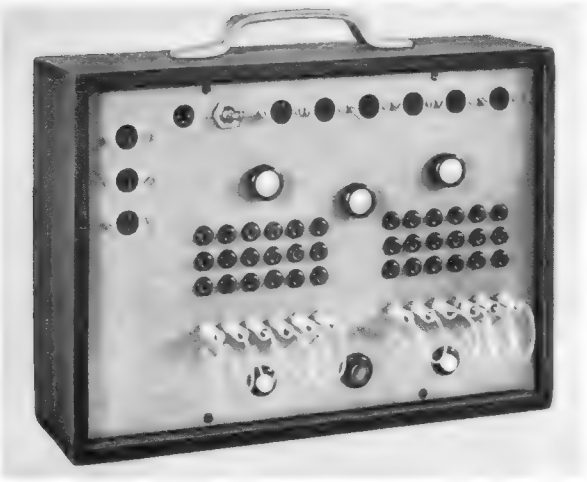
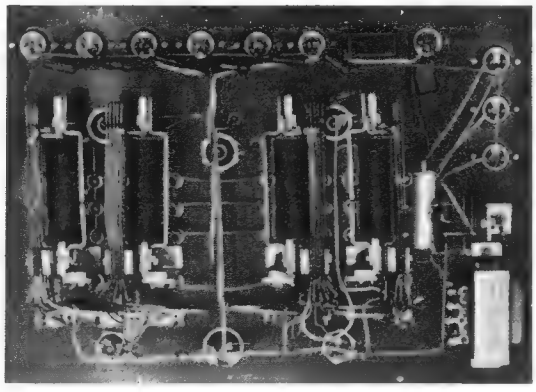

Bild 6. Die Frontseite des Kreuzschaltfeldes
Bild 7. Der Innenaufbau
Zum Herstellen der Kreuzverbindungen werden nach *Bild 6* kurze Leitungen mit Bananensteckern sowie Telefonbuchsen benutzt und zum automatischen Umschalten Postflachrelais, wie in *Bild 7* zu sehen. Insgesamt befinden sich wegen der erforderlichen Kontaktzahl für jedes Kreuzschaltfeld vier Relais im Gerät. Je Feld sind sieben Umschaltkontakte und ein Schließkontakt erforderlich, dabei werden die Relais gleichzeitig für die Steuer- und Tonschaltung benutzt. Bei einer Relaisspannung von 6 V und Erdung der Relaiskörper treten keine Knackstörungen auf. Die Relais wurden für 6 V Betriebsspannung umgewickelt. Als Transformator dient ein Heiztransformator für 6,3 V mit EI-42-Kern, als Gleichrichter empfiehlt sich ein Graetzgleichrichter für 500 mA, damit die Gleichspannung bei Belastung nicht zu sehr abfällt.
Relais, Transformator, Gleichrichter und die Telefonbuchsen sind nach Bild 7 auf einer 4 mm starken Trolitulplatte montiert. Davor ist eine Aluminiumplatte angeordnet (Bild 6). Alle anderen Teile, wie Lampen, Druckknöpfe, Erdbuchsen, der Netzschalter und alle Diodenbuchsen sind auf der Aluminiumplatte und der Trolitulplatte gemeinsam befestigt und halten so beide zusammen. Für die Kunststoffköpfe der unisolierten Telefonbuchsen sind in der Aluminiumplatte entsprechend größere Löcher ausgespart.
1. *Bandtransport bei Spur I.* Das Tonband läuft nach *Bild 6* von der linken Abwickelspule des Gerätes, die nur durch die Reibung der Bandtellerachse im Achslager gebremst wird, über den linken Umlenkdorn am Löschkopf und Andruckbügel vorbei und gelangt zwischen Andruckfilz und Aufnahme-Wiedergabe-Kopf zur gummibelegten Tonrolle. Um das Rutschen des Bandes auf der Tonrolle wegen des durch den schwachen Motor bedingten geringen Bandzugs der Aufwickelspule zu vermeiden, wird das Band durch eine Gummiandruckrolle fest gegen die Tonrolle gedrückt. Der Bandschlupf verringert sich auf diese Weise sehr erheblich.
Bild 6. Bandführung und Bandtransport. 1 = linke Abwickelspule, 2 = Andruckrolle, 3 = Tonrolle, 4 = rechte Aufwickelspule, 5 = Bandführungsstifte, 6 = Tonband, 7 = Andruckbügel, 8 = Andruckfilz (gleichfalls auf beiden Seiten vorhanden, links jedoch nicht sichtbar), 9 = Umlenkdorne, 10 = Aufnahme/Wiedergabekopf mit Abschirmhaube, 11 = Löschkopf